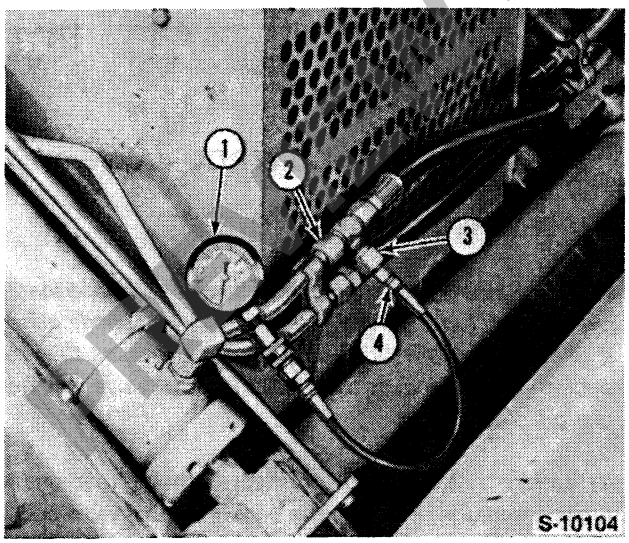

Figure 180
2. Disconnect the loader bucket cylinder rod end hose and install "Tee" fitting, Tool No. 0840 and adapter Tool No. 0745. Connect the gauge and hose assembly, Tool Nos. 7099 and 2028, Figure 180.